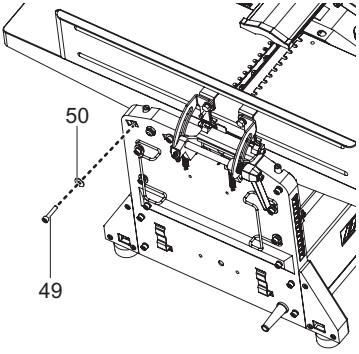

Fig. 6
> Afloje el perno hexagonal M5 x 25 (49) con la llave hexagonal de 4 mm (39) suministrada y retírelo junto con la arandela plana 5 (50) de la parte trasera de la máquina. (Fig. 6)